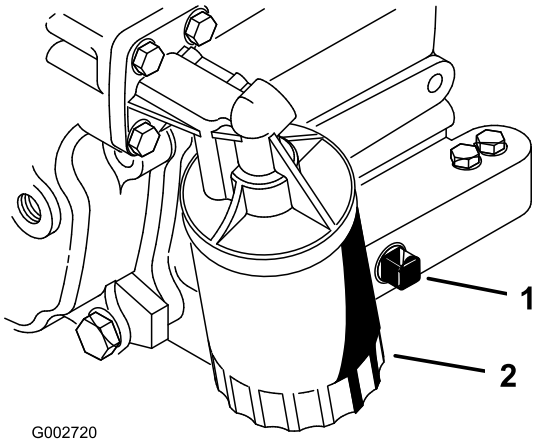

Figuur 26
2. Verwijder de aftapplug (Figuur 26) en laat de olie in een opvangbak lopen. Als er geen olie meer naar buiten stroomt, plaatst u de aftapplug terug.
3. Verwijder het oliefilter (Figuur 26). Smeer een dun laagje schone olie op de pakking van het filter.